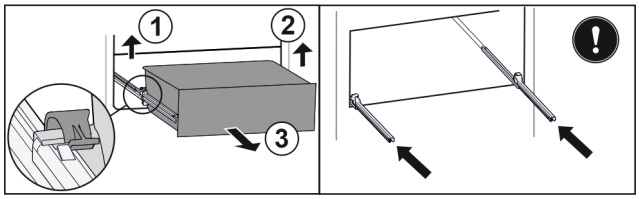

Fig. 113
▶ Ridicați clema din stânga și trageți concomitent sertarul din stânga spre înainte. *Fig. 113 (1)*
▶ Ridicați clema din dreapta și trageți concomitent sertarul din dreapta spre înainte. *Fig. 113 (2)*
▶ Extrageți sertarul spre înainte. *Fig. 113 (3)*